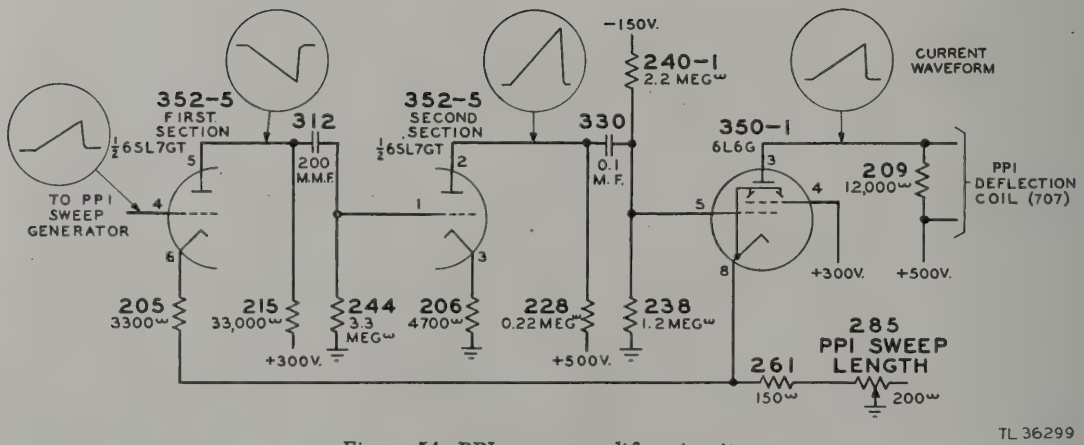

Figure 54. PPI sweep amplifier circuit, simplified schematic diagram.
(3) The PPI sweep amplifier (fig. 54) is a three-stage, resistance-capacitance coupled amplifier using the two sections of tube 352-5 for the first two stages, and tube 350-1 as the output stage which energizes the deflection coils of the PPI oscilloscope. Feedback exceeding 40 decibels from the cathode of tube 350-1 to the cathode of the first section of tube 352-5 insures stability of performance. The length of sweep line on the oscilloscope is adjusted by